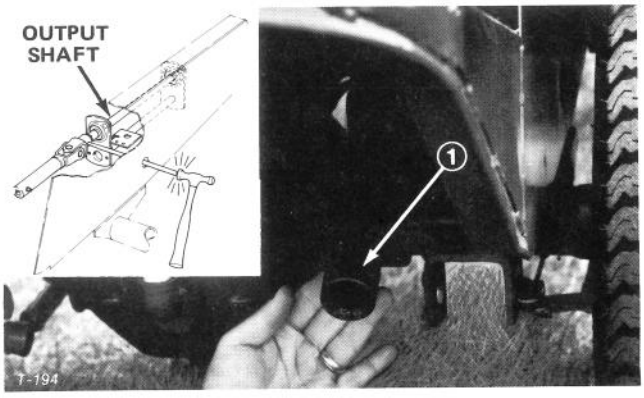

Figure 30
2. Remove five wheel nuts and slide left wheel off axle to expose access hole inside of chassis (Fig. 30).
3. Push PTO lever forward until pulley and brake disengage. Align hole in PTO shaft with hole in chassis (Fig. 30).
4. Through access hole in chassis, drive roll pin out of PTO shaft and output shaft with pin punch and ball peen hammer (Fig. 30).